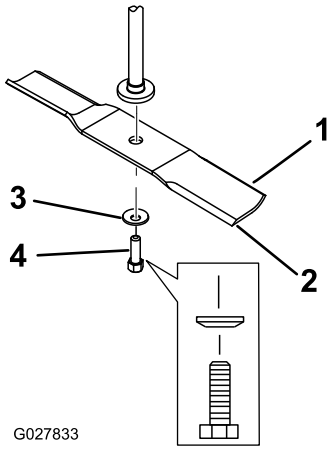

Figura 64
2. Retire a cavilha da lâmina, a anilha curva, e a lâmina do eixo (Figura 64).
1. Instale lâmina no eixo (Figura 64).
2. Instale a anilha curva (lado oval virado para a lâmina) e o parafuso da lâmina (Figura 64).